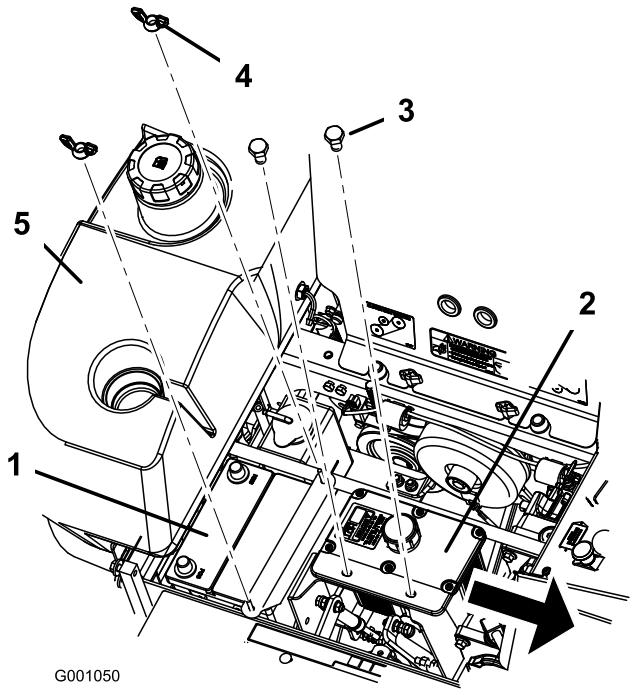

Figuur 44
6. Maak beide vleugelmoeren los (1/4 inch) waarmee de accuklembeugel is bevestigd (Figuur 44.
7. Draai de twee bouten los waarmee de hydraulische tank is vastgezet (Figuur 44).
1. Plaats de accu in een bak met de accupolen van de hydraulische tank af (Figuur 44).
6. Zet de accu vast met J-bouten, een bevestigingsband, 2 ringen (1/4 inch) en 2 vleugelmoeren (1/4 inch) (Figuur 44).